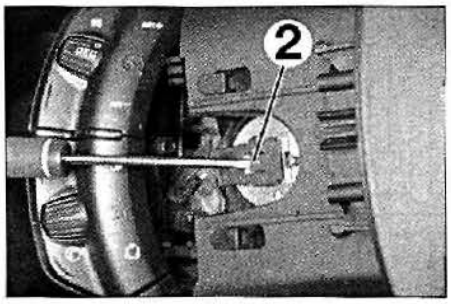

FIG.2
• Con un destornillador fino y plano, levantar la grapa (2) para desbloquear el conector y desconectarlo **(fig. 2)**.